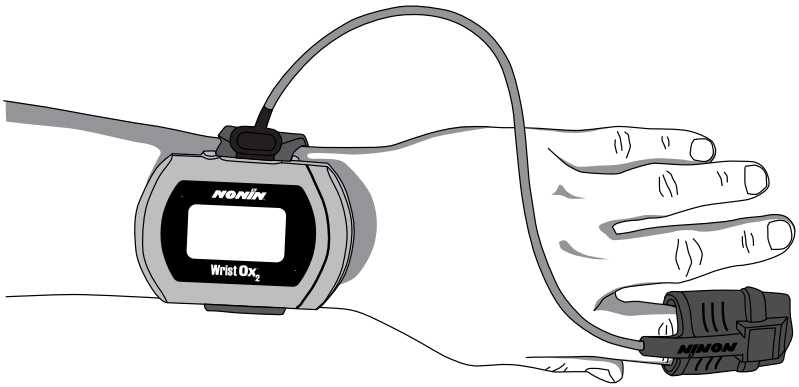

Figure 19 : Application du capteur au patient
7. Appliquez le capteur sur le patient (figure 19). Pour les sites d'application appropriés du capteur, les mises en garde et les avertissements concernant le capteur, reportez-vous au mode d'emploi de ce dernier.